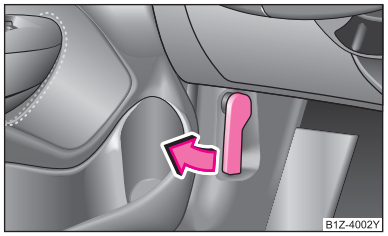

图 132 发动机舱盖解锁扳手
– 拉动驾驶员侧仪表板下方左侧的扳手 ⇒ 图 132。
– 解锁发动机舱盖 ⇒ 图 132。